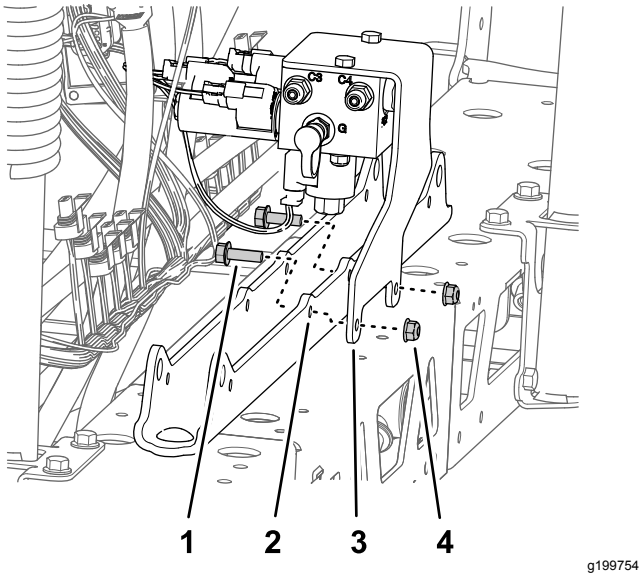

Rysunek 96
A. Ustaw otwory we wsporniku rozdzielacza podnoszenia sekcji równo z otworami w mocowaniu siłownika (Rysunek 96).
B. Zamocuj wspornik do mocowania siłownika (Rysunek 96) używając 2 śrub kołnierzowych (5/16 x 1 cal) i 2 nakrętek kołnierzowych zabezpieczających (5/16 cala) odkręconych w kroku 1 procedury Demontaż rozdzielacza podnoszenia sekcji ze środkowej sekcji zraszania (Strona 25).